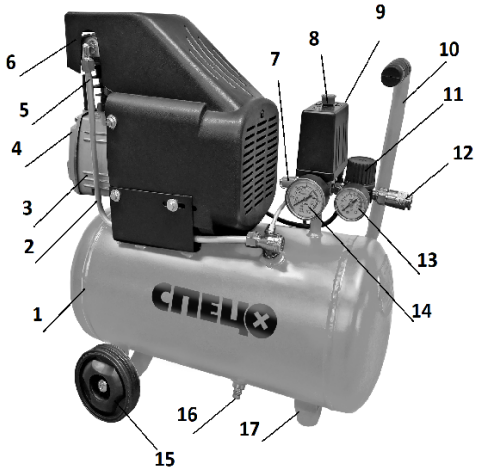

Рис. 1 Общий вид компрессора КПП-2415П
Замените транспортировочную пробку картера на пробку-сапун, поз.5, рис.1, из комплекта поставки.
• Перед первым включением и после длительного хранения откройте клапан для выпуска конденсата -16, см.рис.1.
Контроль уровня масла осуществляется при помощи смотрового глазка-3, см. рис.1.
• отверните сливной клапан -16, см.рис.1, расположенный в нижней части ресивера;